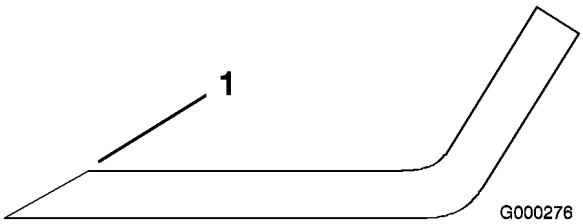

Figur 78
1. Slipa eggarna i båda ändar av kniven med en fil (Figur 78). Behåll ursprungsvinkeln. Kniven behåller balanseringen om samma mängd material avlägsnas från båda eggarna.